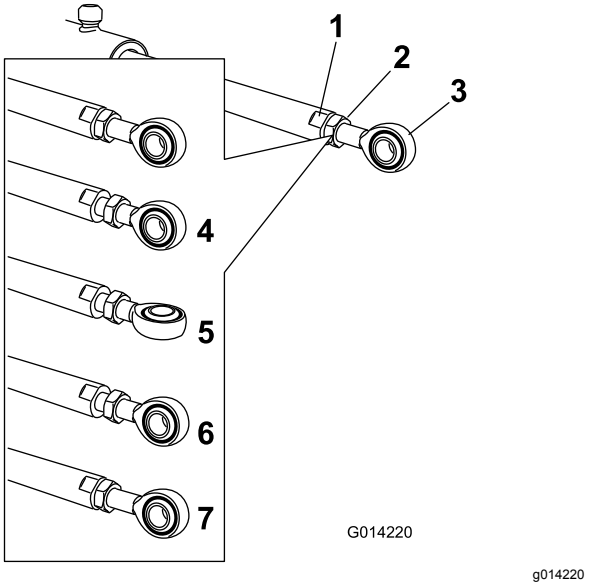

Figuur 106
5. Zet een moersleutel op de platte kanten van de actuatorstang om deze te immobiliseren en zet vervolgens de contramoer los zodat de stang met het oog kan worden bewogen (Figuur 106).
6. Draai de oogstang in de actuatorstang om de uitstekende actuator te verkorten of te verlengen tot de gewenste stand (Figuur 106).